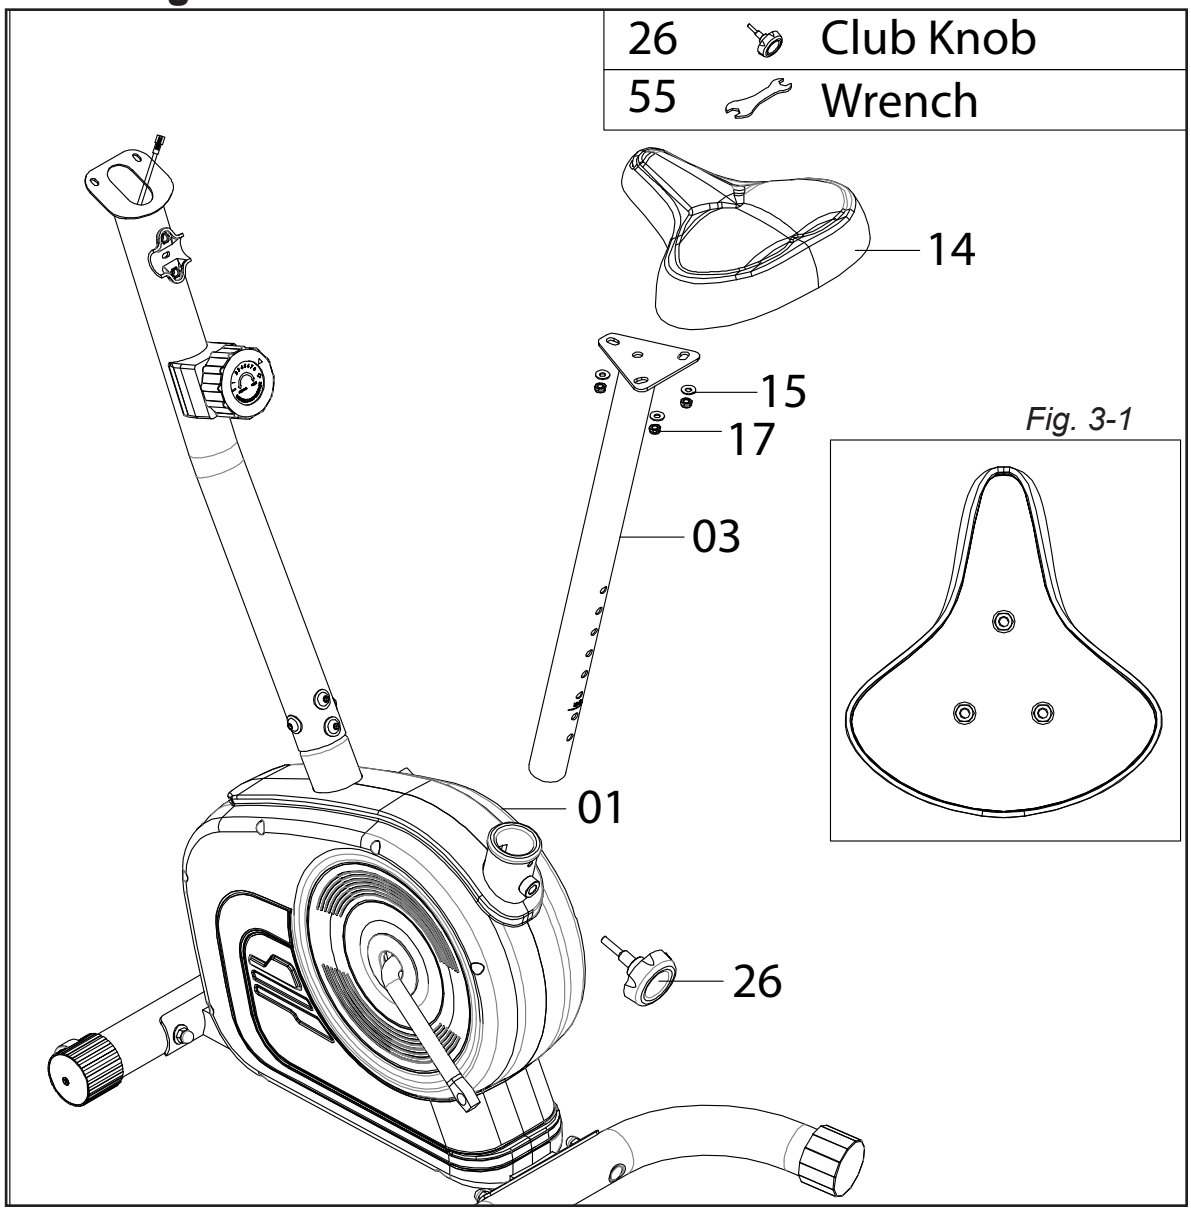

Fig. 3-1
1. Remove the pre-installed 3 **Flat Washers (No. 15)** and 3 **Nylon Locknuts (No.17)** from the back of **Seat (No. 14)** (see fig. 3-1).